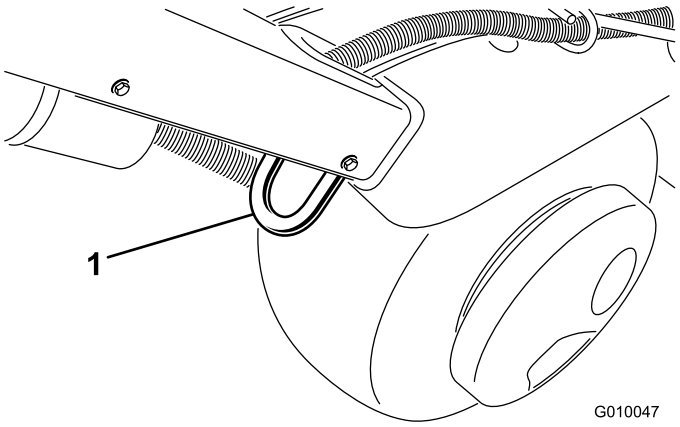
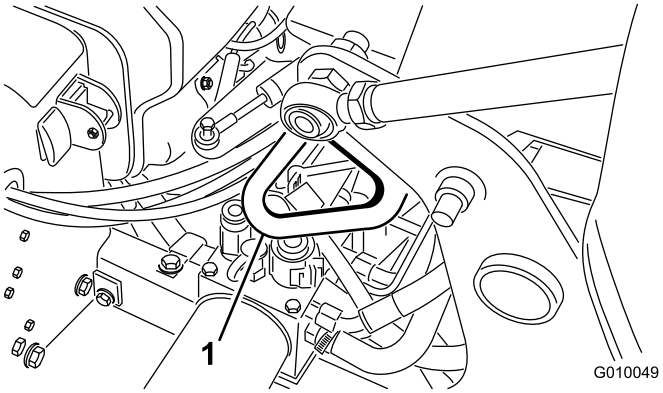

Figur 33
Figur 35
3. Fest luftemaskinens bindepunkter godt (Figur 33 til Figur 35) til tilhengeren eller lasebilen med stropper, kjetting eller tau.